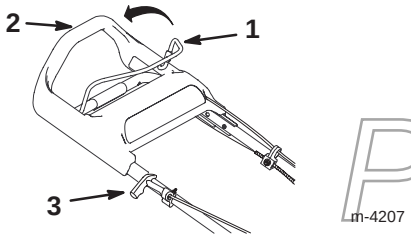

Bild 12
3. Halten Sie den Sicherheitsschaltbügel gegen den oberen Handgriff gedrückt (Bild 12).